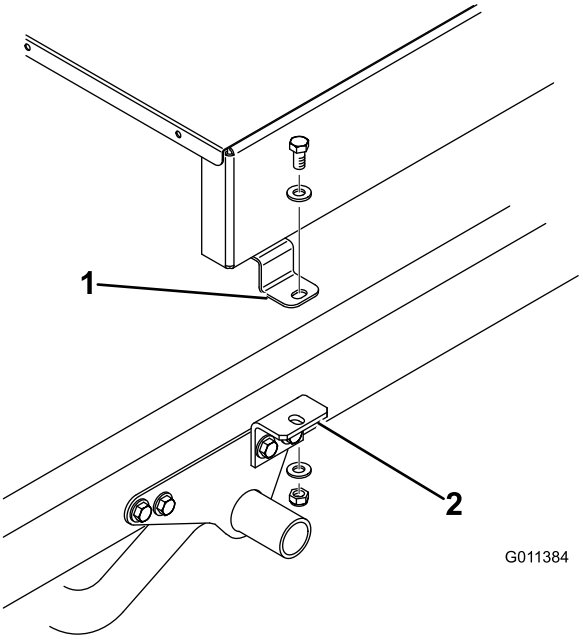
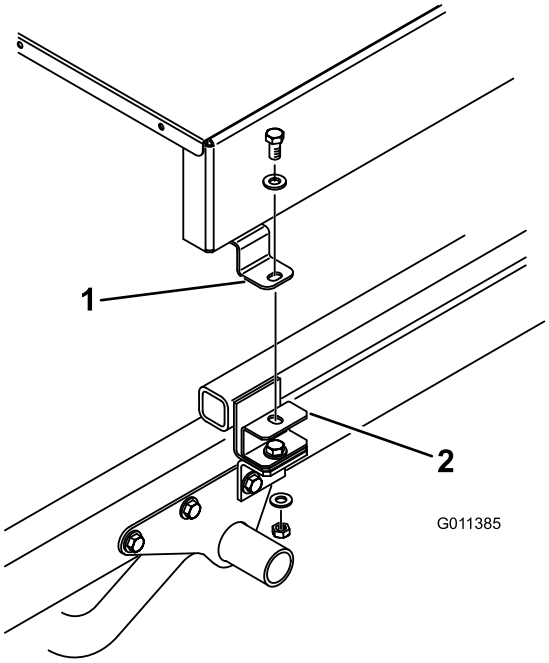

Figur 9
Figur 10
7. Fäst redskapskopplingarnas (Figur 9) eller distansbricksfästenas (Figur 10) övre del på monteringstapparna på sidorna av TopDressern med en 1/2 x 1-tums huvudskruv, två planbrickor och låsmuttrar. Dra åt alla fästelement.